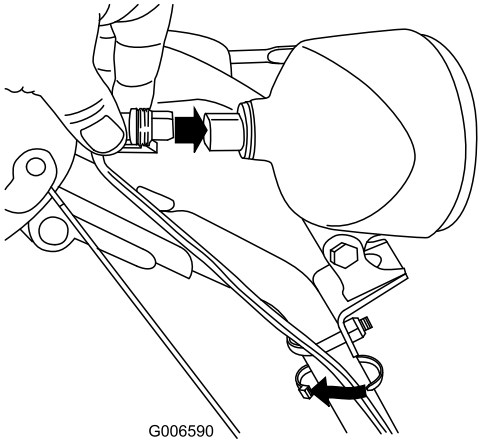

**Figur 57**
6. Skjut in kabelkontakten rakt in i strålkastarens baksida tills den sitter fast ordentligt (Figur 57).